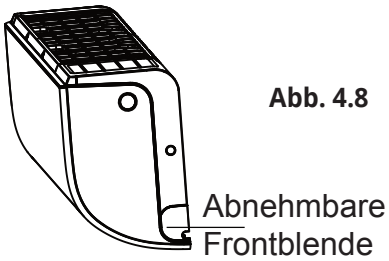

Abb. 4.8
2. Wenn sich das Loch hinter dem Gerät befindet, behalten Sie die abnehmbare Platte dort. Befindet sich das Loch auf der Seite des Innengeräts, entfernen Sie die abnehmbare Kunststoffplatte von dieser Seite des Geräts. (Siehe Abb. 4.8). Dadurch entsteht eine Lücke, durch welche die Leitung aus der Einheit geführt werden kann. Verwenden Sie eine Spezialzange, wenn sich die Kunststoffplatte nur schwer von Hand entfernen lässt.